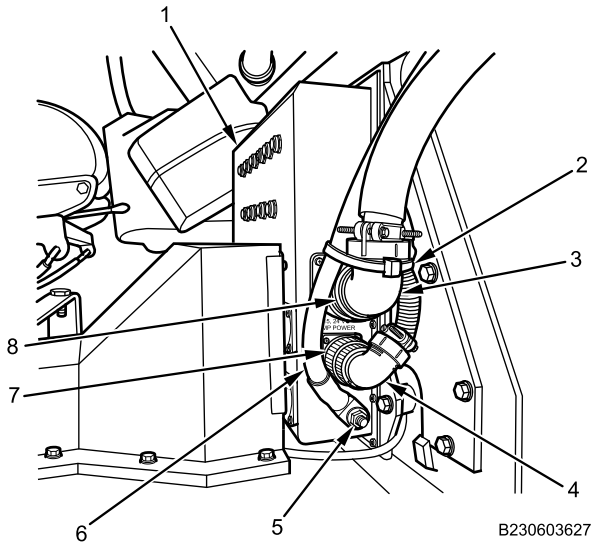

Figure 7. Electrical Cables, Right Side of 24V PDM.
4. Install lower electrical cable (Figure 7, Item 3) on 24V PDM (Figure 7, Item 1) by turning metal collar (Figure 7, Item 7) on connector clockwise.
5. Install upper electrical cable (Figure 7, Item 3) on 24V PDM (Figure 7, Item 1) by turning metal collar (Figure 7, Item 8) on connector clockwise.
6. Install ground cable (Figure 7, Item 6) on 24V PDM (Figure 7, Item 1) with nut (Figure 7, Item 5). Tighten nut securely.
7. Secure electrical cables (Figure 7, Item 3, 4 and 6) on 24V PDM (Figure 7, Item 1) with new cable lock strap (Figure 7, Item 2).